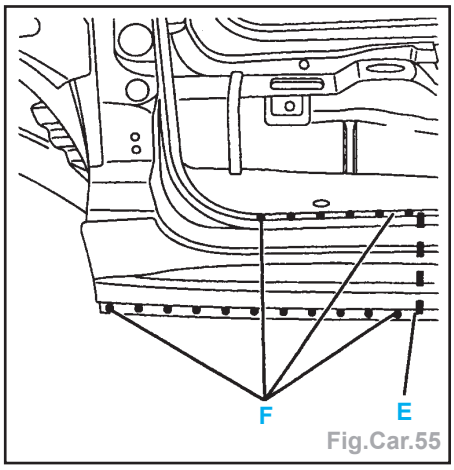

Fig.Car.55
- par cordons successifs en E au MIG et meuler (Fig.Car.55).